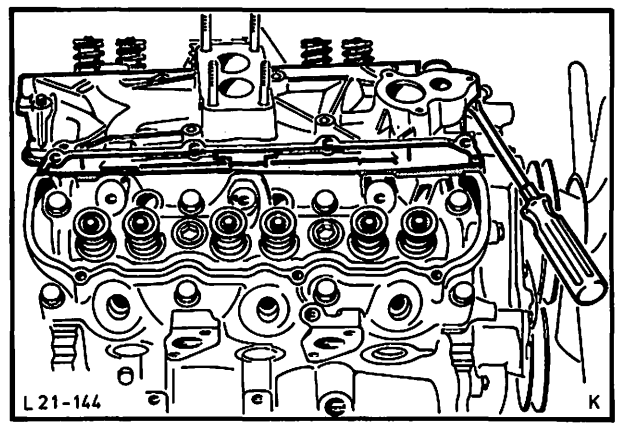

Abb. 206 Ansaugkopf abbauen, „C"-Motor
8. Zündkerzen herausdrehen und Zylinderkopfhauben sowie Ansaugkopf abbauen. Beim „C"-Motor vor Abbau des Ansaugkopfes den Bypass-Schlauch entfernen. Falls erforderlich, Ansaugkopf mit einem Hebel von der Dichtung lösen, Abb. 206, nicht mit einem Schraubenzieher zwischen die Dichtflächen gehen.